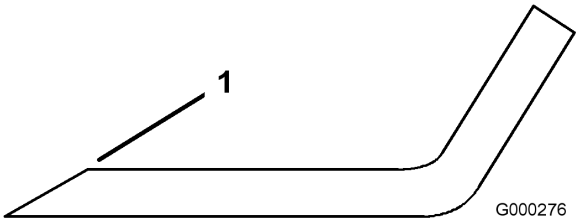

Figure 76
1. Au moyen d'une lime, aiguisez les tranchants aux deux extrémités de la lame (Figure 76) en veillant à conserver l'angle de coupe d'origine. Limez la même quantité de métal sur chacun des deux tranchants pour ne pas déséquilibrer la lame.